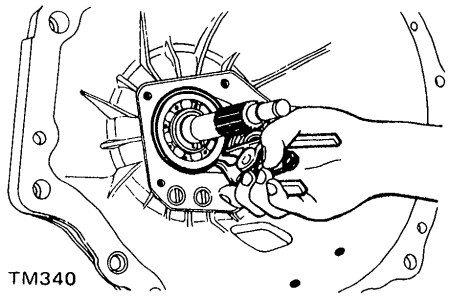

Fig. MT-9 Removing main drive bearing snap ring
11. Remove main drive bearing snap ring with Expander. See Figure MT-9.